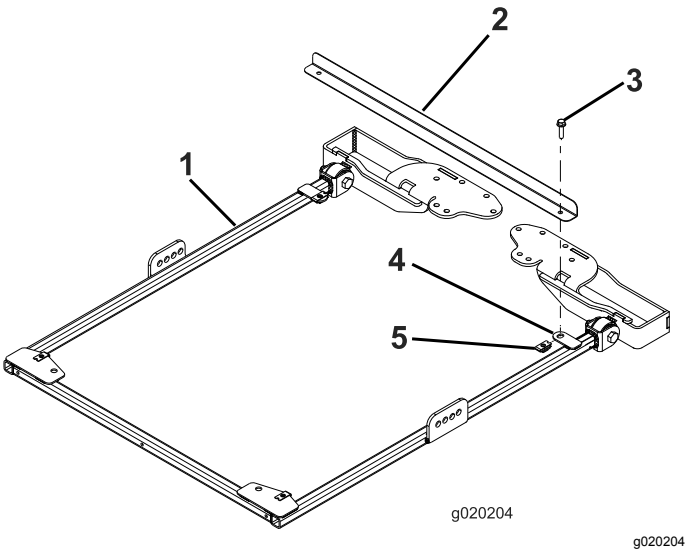

Bild 1
1. Zum richtigen Ausfluchten des Rahmens befestigen Sie die Rahmenausfluchtungsstange mit zwei Bundkopfschrauben (5/16" x 1¼") an den Befestigungsnasen hinten am Sonnendachrahmen, wie in Bild 1 abgebildet.